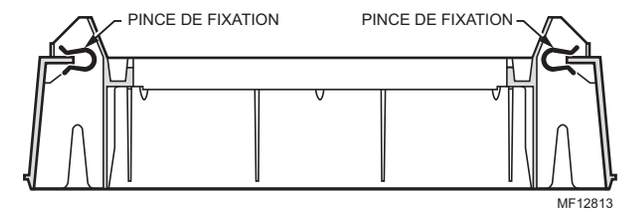

Fig. 4. Position des pinces de fixation.
6. Placer les pinces de fixation comme indiqué à la Fig. 4.